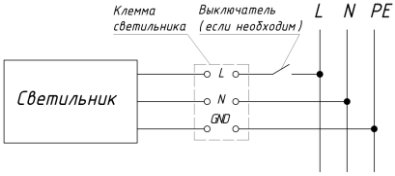

Рисунок 4 – Схема подключения светильника.
5.3.4. Установите светильник Geniled на монтируемое место (Рисунок 4). Следите за тем, чтобы кабель не оказался зажат между элементами конструкции потолка и светильника. Убедитесь, что светильник надежно закреплен на потолке.